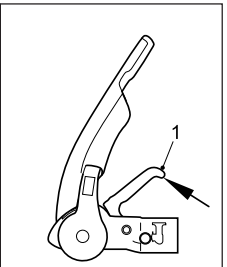

Fig 3
- Pull the coupling handle (Fig. 3/Item 1) up in the direction of arrow. The coupling mechanism has an open position ie. as